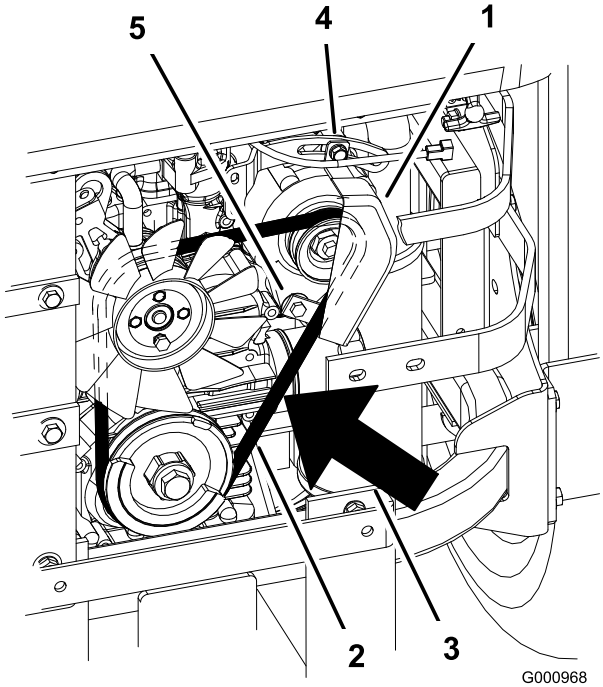

Figur 72
2. Juster generatoren til utsiden inntil du kan trykke ned remmene med 7 til 9 mm mellom motoren og generatorens remskiver med 10 kgf styrke (Figur 72).
5. Hvis svikten er korrekt, strammer du øvre og nedre bolt (Figur 72).